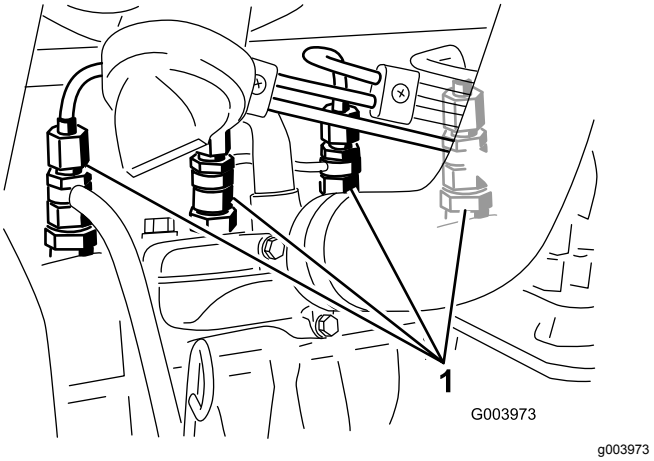

**Figur 57**
1. Lossa röranslutningen till munstycke nr 1 och hållaren (Figur 57).